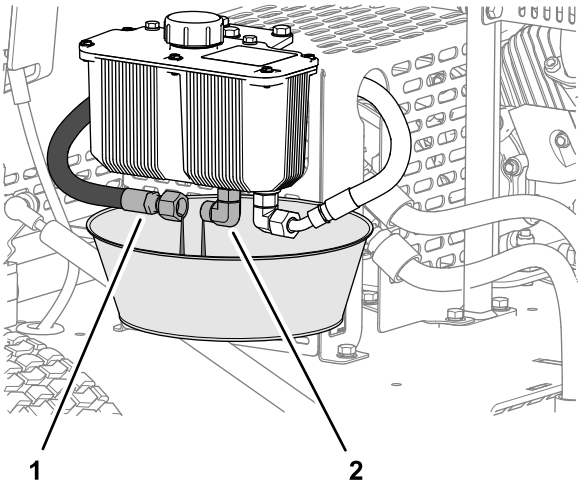

Figur 36
1. Rikta in ett kärl som rymmer två liter under hydraultanken (Figur 36).
2. Avlägsna hydraulslangen för tillförsel från tankens koppling och låt hydraulvätskan rinna ut helt och hållet (Figur 36).